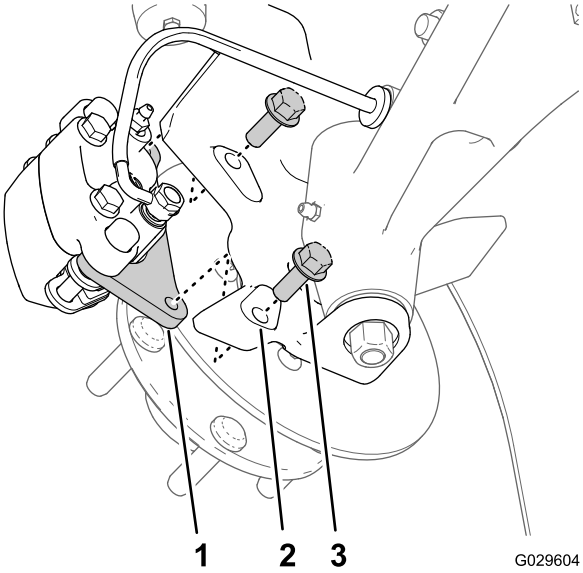
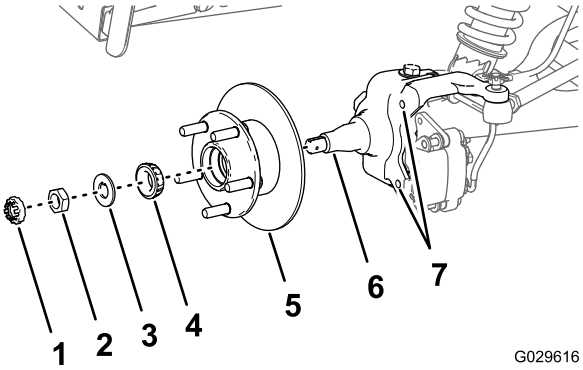

Rysunek 28
Rysunek 32
3. Odkręć cztery śruby kołnierzowe (3/8 x 1 cal) mocujące wspornik zespołu hamulca do osi, a następnie odłącz hamulec od osi (Rysunek 28).
1. Nałóż cienką warstwę zalecanego smaru na oś (Rysunek 32).
2. Nałóż piastę z tarczą na oś z tarczą skierowaną do wewnątrz (Rysunek 32).
3. Załóż na oś łożysko zewnętrzne i osadź łożysko w zewnętrznej bieżni (Rysunek 32).
4. Załóż podkładkę odginaną na oś (Rysunek 32).
5. Nakręć nakrętkę osi na oś i dokręć nakrętkę, obracając piastą (Rysunek 32).
2. Umieść okładziny hamulcowe po obu stronach tarczy hamulcowej (Rysunek 28) i ustaw otwory we wsporniku zacisku równo z otworami w mocowaniu hamulca na wsporniku osi (Rysunek 32).
3. Zamocuj wspornik zacisku do wspornika osi (Rysunek 28) za pomocą 2 śrub kołnierzowych (3/8 x 1 cal) i dokręć śruby z momentem od 47 do 54 N-cm.